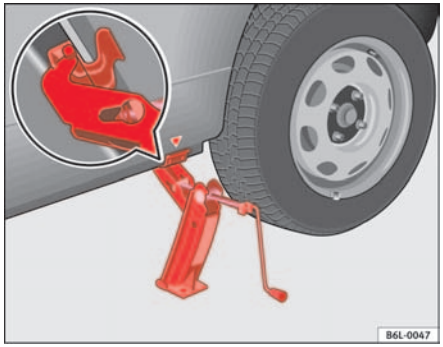

Fig. 135 Fitting the jack
– Align the jack so that the arm of the jack fits around the rib under the door sill and the movable base plate of the jack is flat on the ground ⇒ fig. 135.